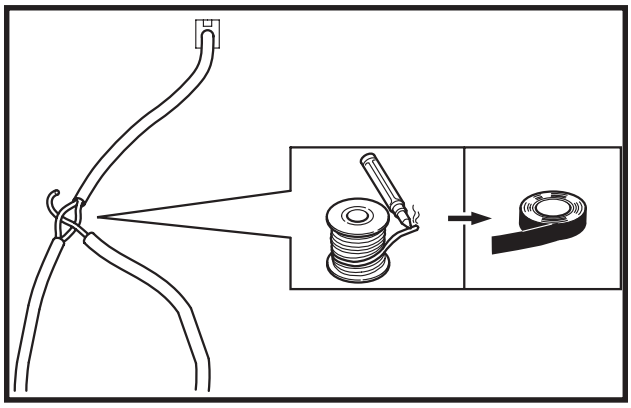

Fig. 14a
2. Separate the strands into two sections as ahown in the figure 14a.
a. Route the exposed solid grey wire on the driver's side from behind the 24-pin (34-pin for MY 2005) connectors to the black connector on the right. (see figure 14a)